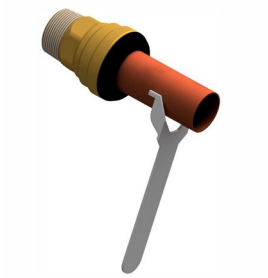

Figure 1
- Using a the adjustable spanner wrench from Nexus, place the wrench tangs in the opposing slots in the end cap and loose the end cap by turning wrench counter clock-wise (Fig 1).